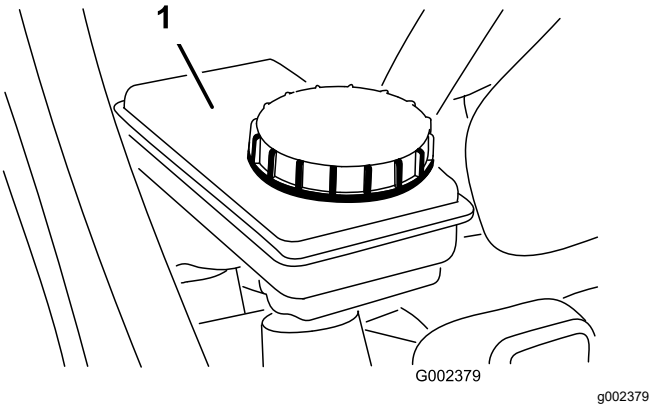

Figur 24
2. Væskestanden skal være op til linjen Full (fuld) på beholderen (Figur 24).